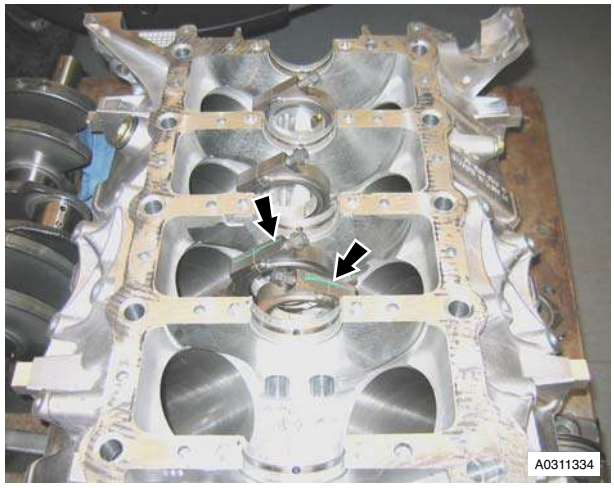

Figure 4
23. Note fitted position and remove crankshaft thrust washers (x2) from cylinder block (see Figure 4).